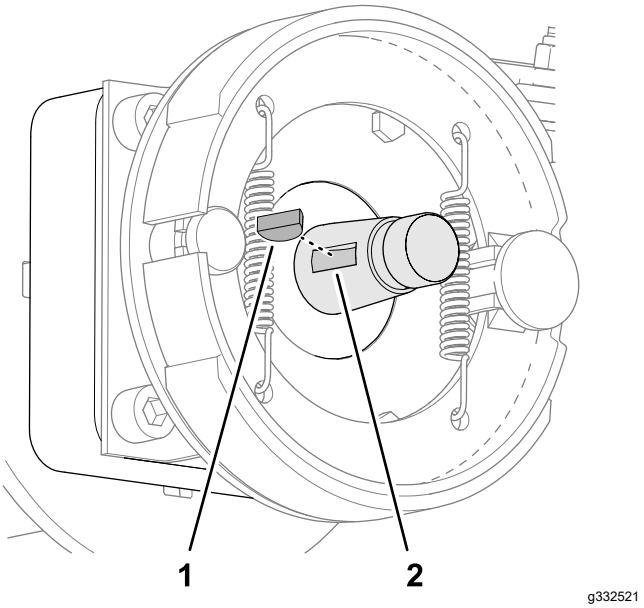

**Figur 79**
5. Ta bort woodruffkilen från hjulmotoraxeln (Figur 79).